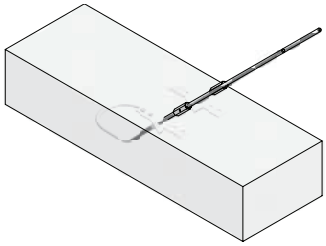

Abb. 14.1
1. Die Verankerungsschlaufe mit der Verankerungshilfe 15 STB oder 20 STB installieren, diese kann an der oberen Bewehrung befestigt werden (Abb. 14.1 und 14.2). Die Betonüberdeckung beachten!